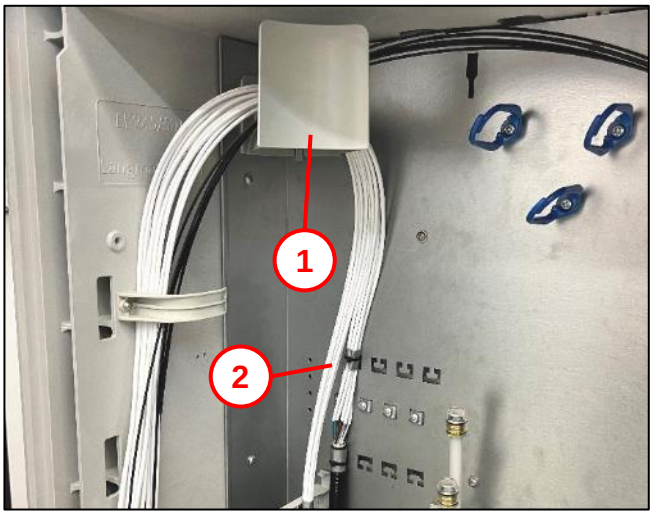
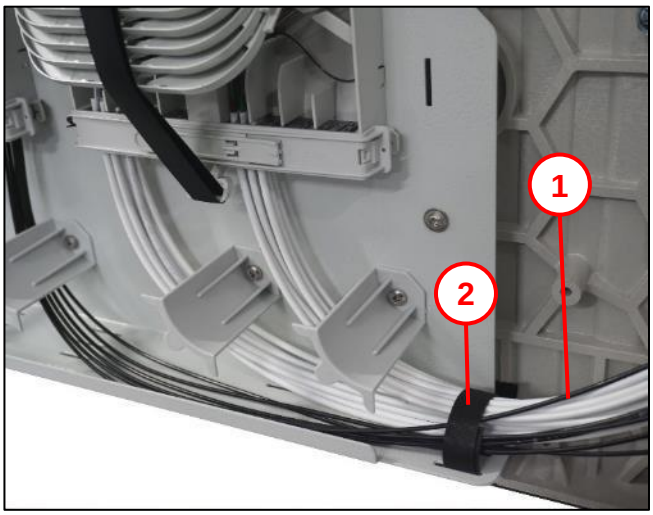

Abb. 17
Abb. 18
- Schutzschläuche **(2)** ablängen von 5mm unterhalb der Zugbügel **(3)** bis zur vorgeschriebenen Länge im UFMS (Kapitel 11) führen (siehe auch Abb. 17 Abb. 18).
- Schutzschläuche **(4)** ablängen von 5mm unterhalb der Zugbügel **(5)** bis zur vorgeschriebenen Länge im UFMS (Kapitel 11) führen (siehe auch Abb. 17 und Abb. 18).